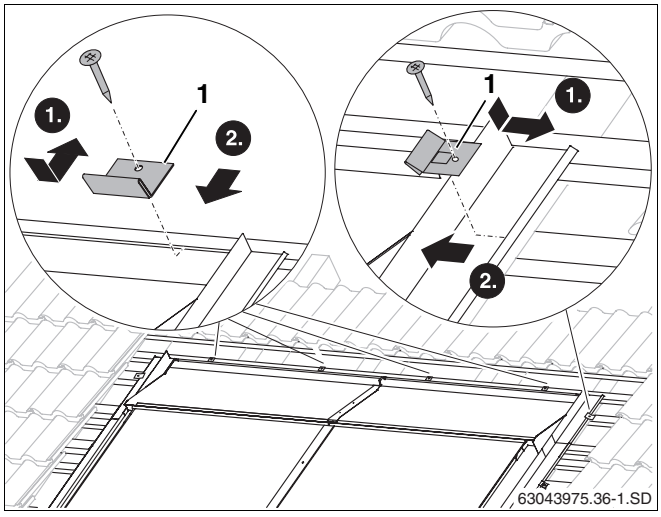

Abb. 59 Obere Abdeckbleche mit Haftern befestigen
- Hafter (Abb. 59, **Pos. 1**) in Kante des Abdeckbleches legen.